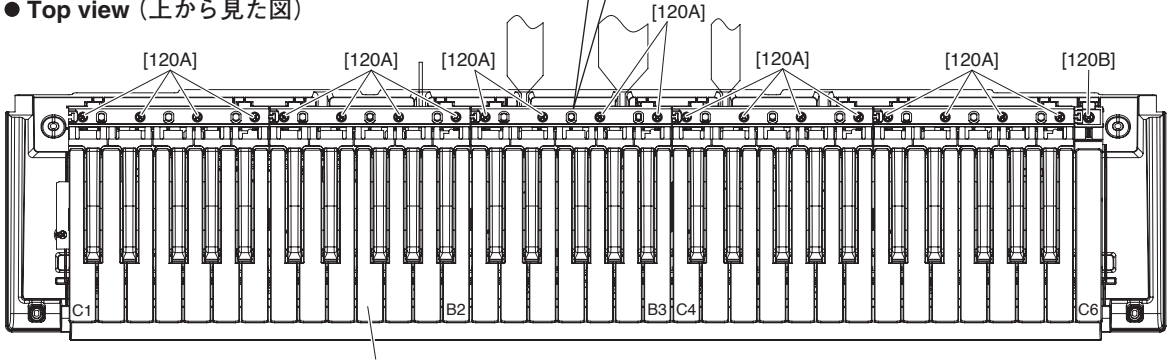

Fig. 11（図11）
14-3-1 White and black keys for one octave unit are integrated as a set. There are five sets in total. Only the C6 white key, unlike the other keys, is not integrated in a set. (Fig. 11)
14-3-2 To remove a set, remove the four (4) each screws marked [120A]. The white and black keys in the set can then be removed. (Fig. 11)
14-3-3 To remove the white key C6, remove the screw marked [120B], unhook as described in Procedure 14-3-2, and pull out toward you. (Fig. 11)
* ***When all white and black keys were removed, first attach the white and black keys C3 ~ B3 aligning them with the boss, and then attach the remaining white and black keys. (Fig. 11)***
14-4-1 Remove the white and black keys corresponding to the rubber contacts to be removed. (See Fig. 11 and Procedure 14-3.)
14-3-1 白鍵、黒鍵は、左側から 1 オクターブ単位のセットになっていて、全部で 5 セットあります。C6 鍵は白鍵 1 個のみです。(図 11)
14-3-2 セットのものは、[120A] のネジ 4 本ずつ外してそれぞれ 1 セット分の白鍵・黒鍵を外します。(図 11)
14-3-3 C6 の白鍵は [120B] のネジ 1 本を外して、14-3-2 項のようにフックを外して手前に引きながら外します。(図 11)
※ **すべての白鍵・黒鍵を外した場合の組み立ては、最初に C3 ～ B3 の白鍵・黒鍵をボスに合わせて組み付けてから、他の白鍵・黒鍵を組み付けてください。(図 11)**
14-5-1 Remove the white and black keys from C1 to B3. (See Fig. 11 and Procedure 14-3.)
14-6-1 Remove the white and black keys from C4 to C6. (See Fig. 11 and Procedure 14-3.)
14-5-1 C1 ～ B3 の白鍵・黒鍵を外します。（図 11、14-3 項参照）
14-6-1 C4 ～ C6 の白鍵・黒鍵を外します。（図 11、14-3 項参照）
(See Fig. 11 and Procedure 14-3.)
(図 11、14-3 項参照)